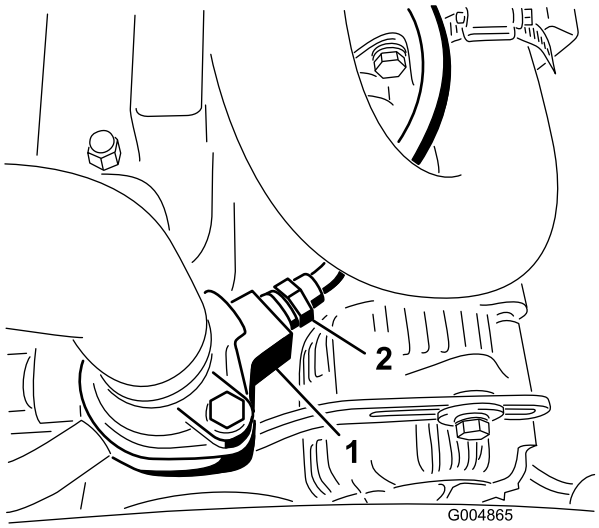

**Rysunek 17**
5. Odłącz przewód elektryczny i zdemontuj przełącznik termiczny z prawej strony obudowy termostatu silnika (Rysunek 17).